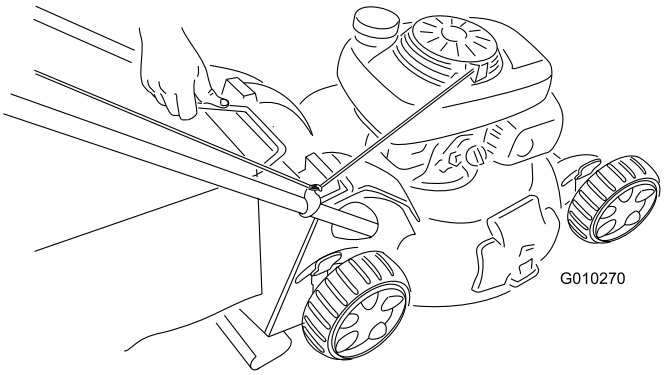

Figuur 31
2. Trek de beugel van de grasvanger omhoog uit de gleuven en verwijder de grasvanger van de machine (Figuur 31).